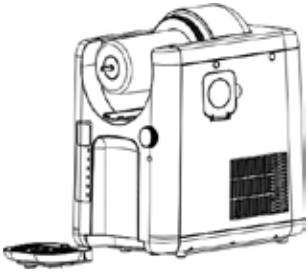

Fig. 10
18. Extraiga la bandeja de goteo del aparato, vacíela y limpie la bandeja y la rejilla de goteo con agua tibia a la que puede añadir un poco de detergente (fig. 10).